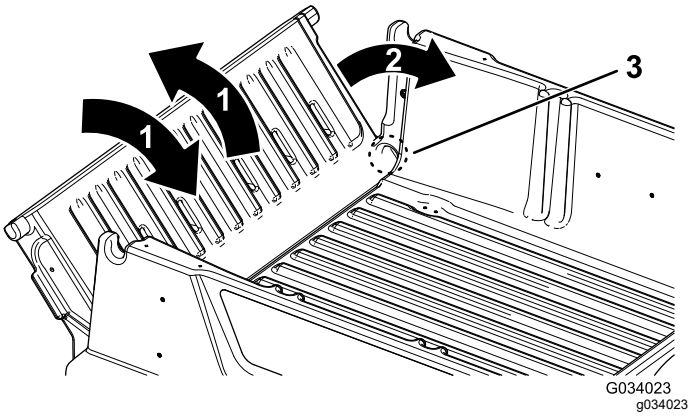

Bild 18
2. Drehen Sie die Heckklappe auf eine ungefähre Stellung von 45° (Bild 18).
3. Drehen Sie die Heckklappe mehrmals mit kurzen, schüttelnden Bewegungen (Bild 18).